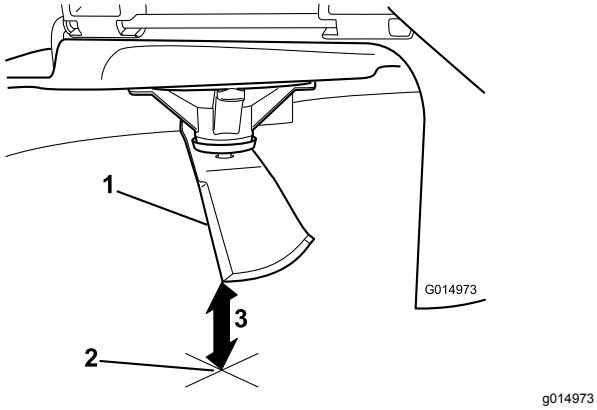

Figur 53
5. Mål fra spidsen af skærekniven til den plane overflade (Figur 53).